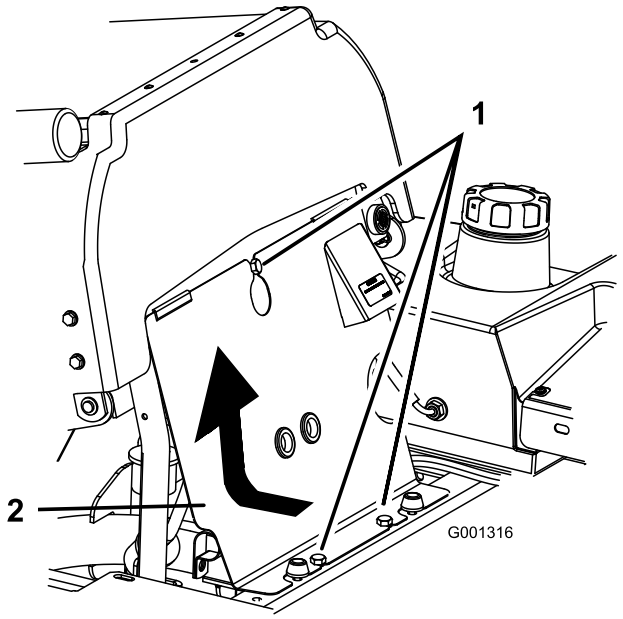

Figur 63
3. Tippa sätet framåt, lossa bultarna och demontera den främre motorkåpan (Figur 63).